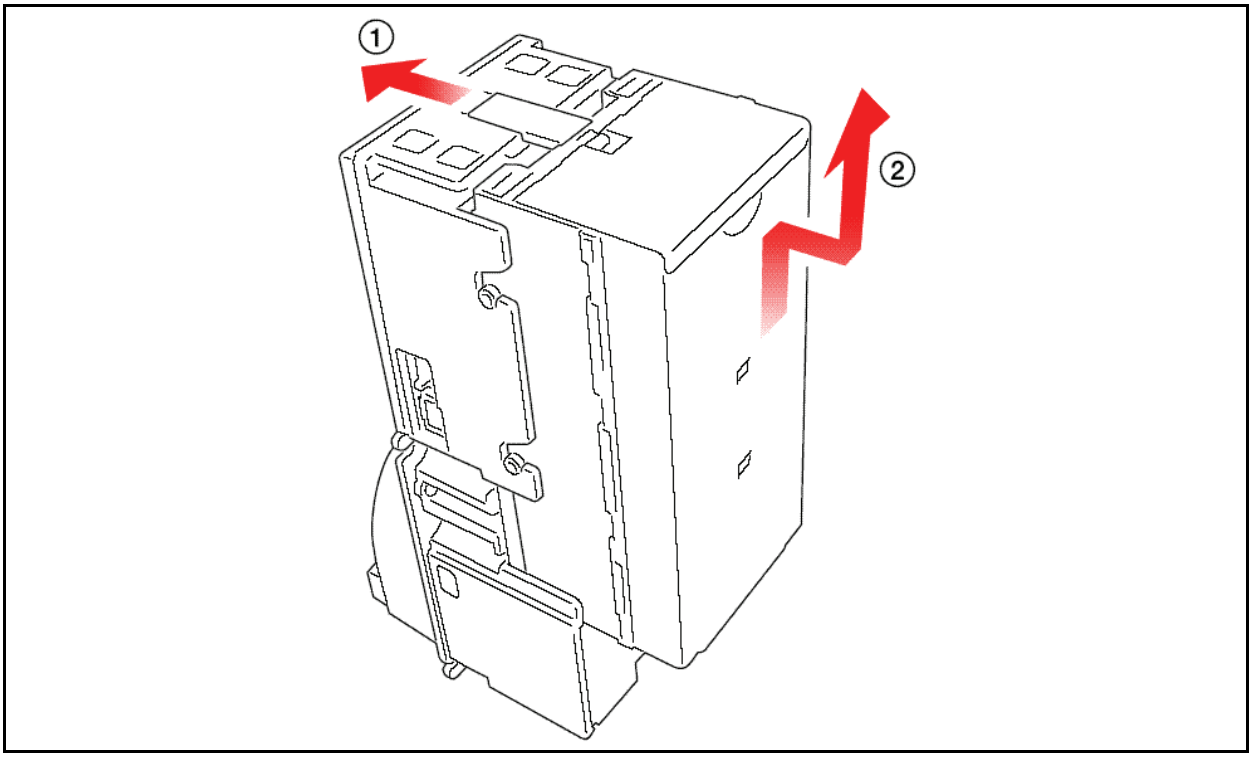

Figure 1-11 Initial Banknote Retrieval Steps
1. Pull the Cash Box release lever in the Arrow ① direction illustrated in Figure 1-11.
2. Lift the Cash Box in the ② arrow direction and remove it.